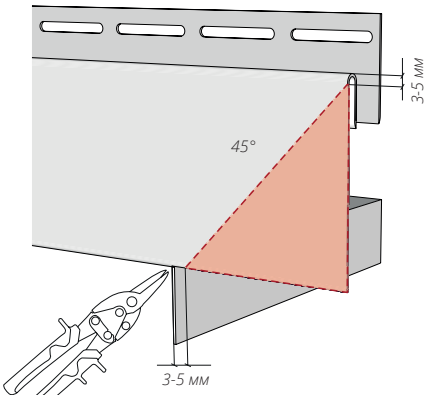
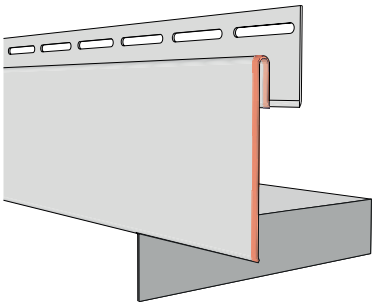
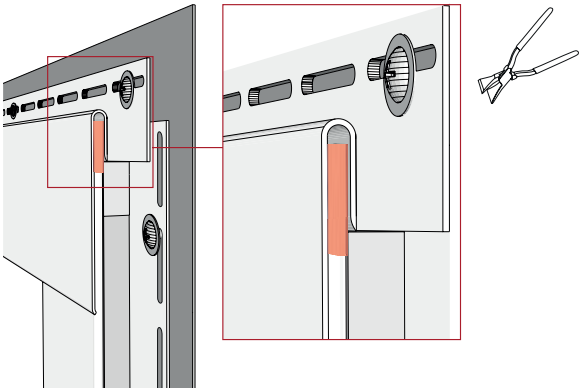

Рисунок 56
Рисунок 65
Рисунок 68
15.11 Если соединение околооконных планок нужно выполнить под углом 45 градусов, верхнюю околооконную планку с обеих сторон нужно подрезать согласно (рис. 56).
15.15 После монтажа околооконные и финишные планки должны оставаться подвижными, независимо друг от друга. На рис. 65, 66, 67 показаны части, которые необходимо точечно подогнать. На рис. 68 показана верхняя часть боковой околооконной планки, которую можно поджать, используя клещи прямые, чтобы в месте примыкания был более легкий ход. При резе верхней околооконной планки под угол 45° (рис. 56) использовать поджим не нужно.